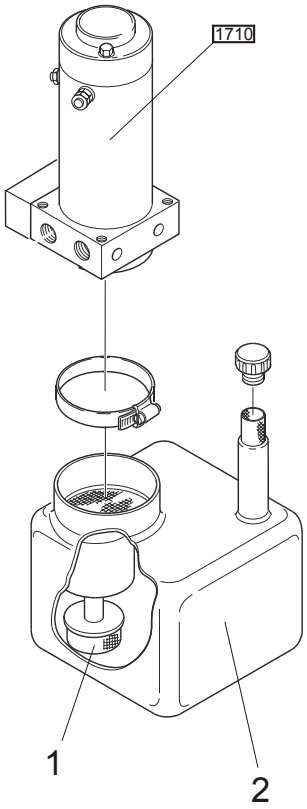

Fig. 29 Hydraulikeinheit
- Entfernen Sie den Ölfilter aus dem Tank Fig. 29(1).
- Entfernen Sie den Öltank Fig. 29(2).